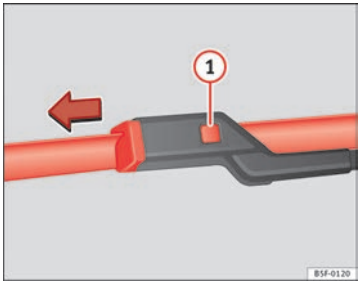

Fig. 118 Changing the windscreen wiper blades
- Hold down the release button ⇒ Fig. 118 (1) while gently pulling the blade in the direction of the arrow.